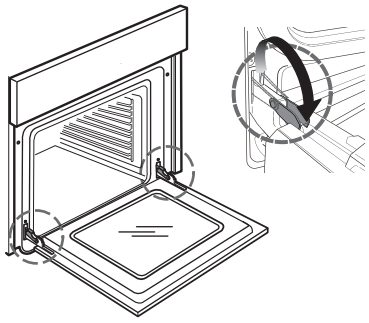

Fig. 1
2. Sollevare le levette di arresto delle cerniere e spingerle in avanti fino al fermo (Fig. 1).